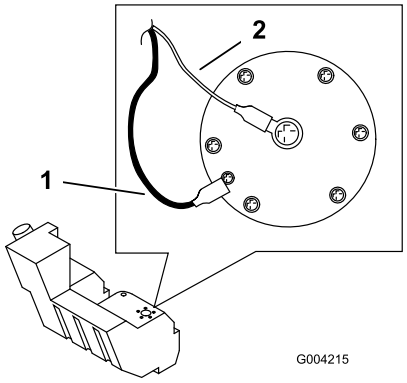

Figuur 57
12. Koppel de twee draden los die naar de rechterzijde van de tank lopen (Figuur 57).
19. Sluit aan de rechterzijde van de tank de oranje draad aan op de middelste pool en de zwarte draad op de buitenste pool (Figuur 57).